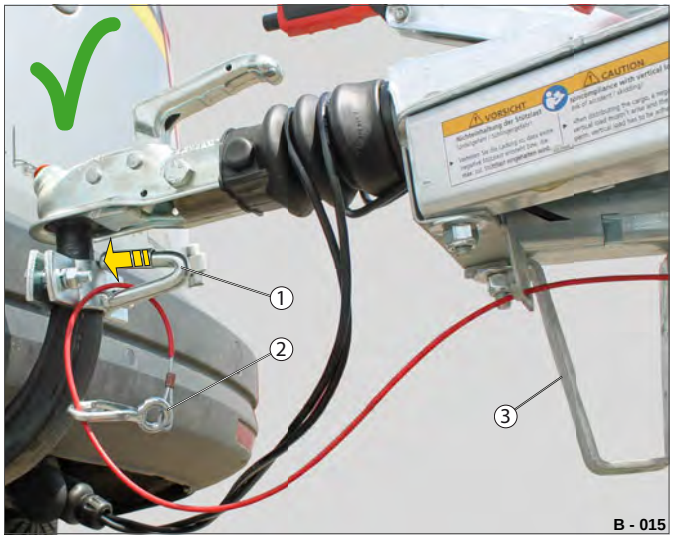

Fig. 15 Sikkerhedswire sikret
▶ Kontrollér, at fjederkrogen (Fig. 15 /2) er lukket.
Sikkerhedswiren trækkes over, bremsen aktiveres, og anhængeren støtter sig på støttebøjlen (Fig. 15 /3) og kommer til standsning.